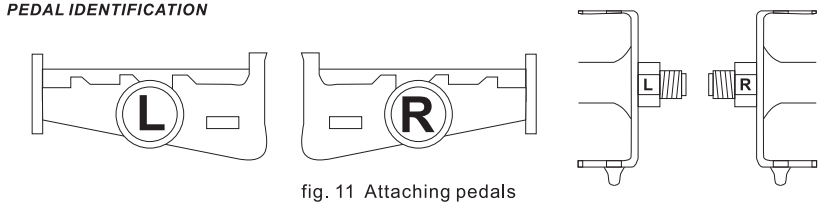

fig. 11 Attaching pedals
Step 4: Attaching Pedals (refer to fig.11)